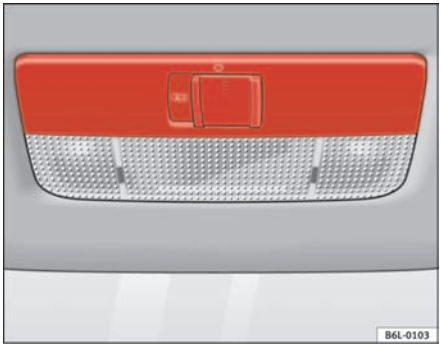

Fig. 61 Detail of the roof: Front reading light
The switch ⇒ fig. 61 (A) is used to select the following positions:
Move the knob to the position O ⇒ fig. 61.